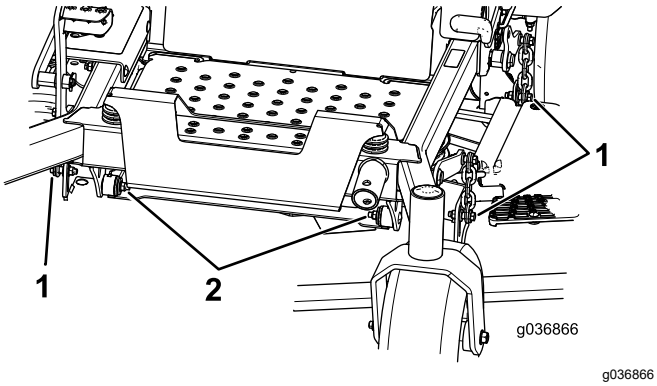

Figuur 85
7. Verwijder en bewaar de bouten en moeren aan beide zijden van de machine (Figuur 85).